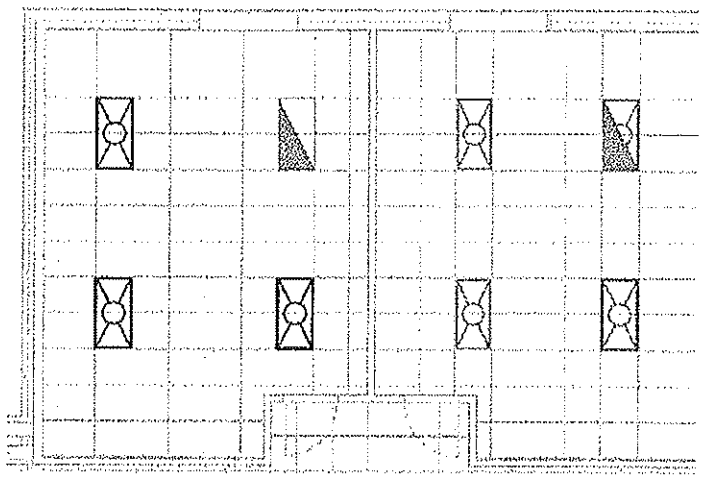

Figure 11–25
4. In the *Edit Circuit* tab>Edit Circuit panel, verify that (Add to Circuit) is selected. Select the other two standard lights in the room but not the emergency light, as shown in Figure 11–25.